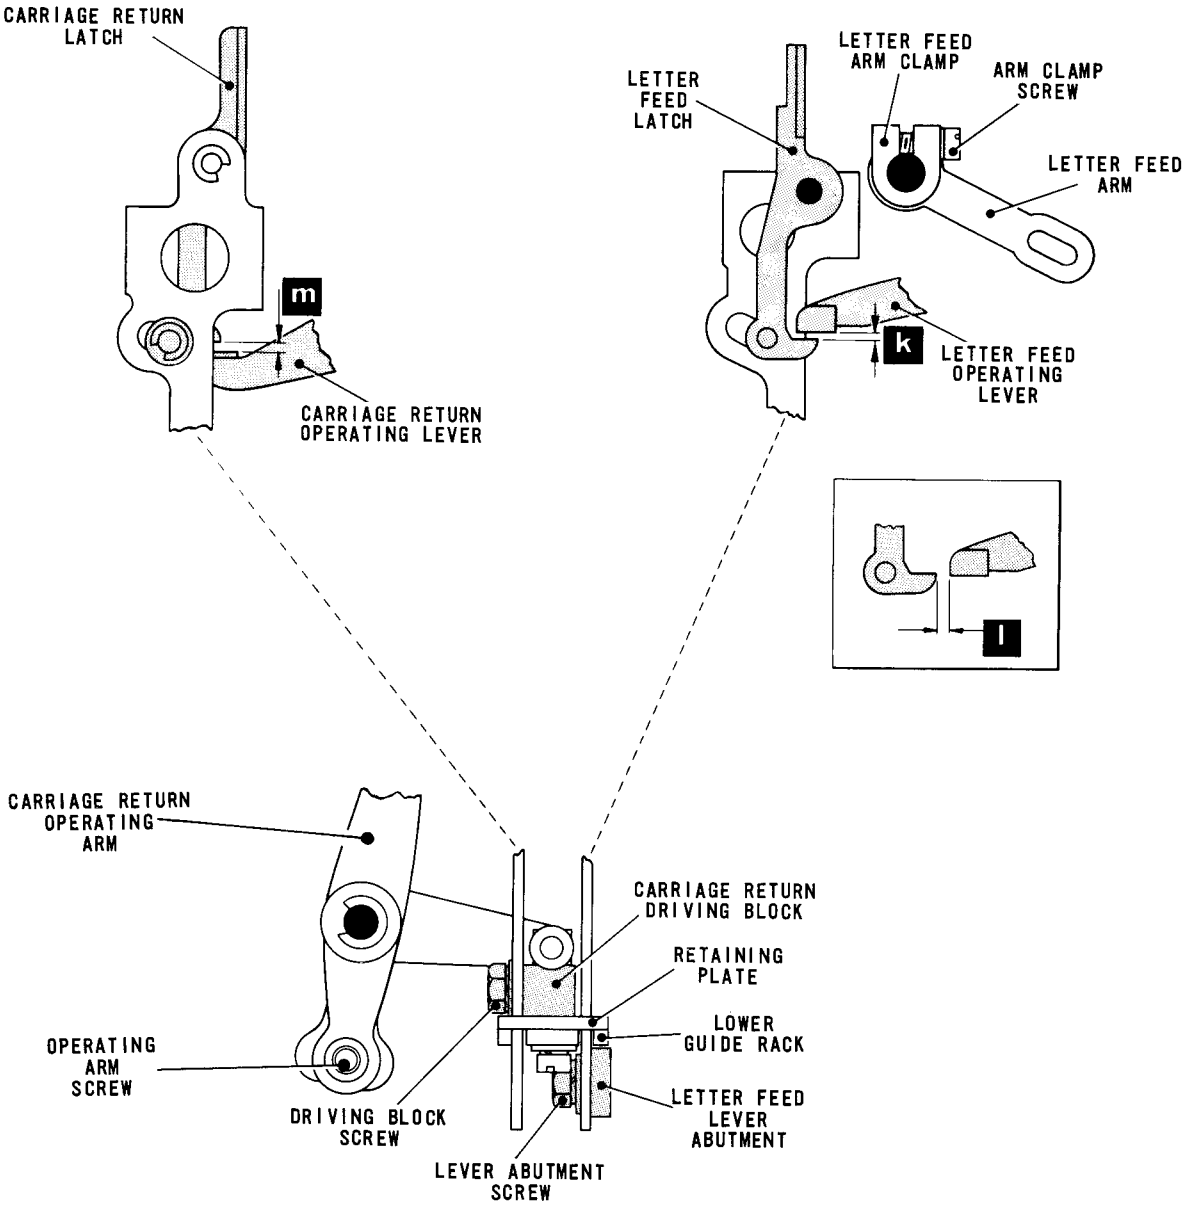

Fig. 4.8 LETTER FEED AND CARRIAGE RETURN CONTROL LINKAGES
10.1 Lift the translator clutch abutment and turn the camshaft by hand until the letter feed operating lever, Fig.4.8, is fully raised. Hold the letter feed lever abutment against the lower guide rack and push the letter feed latch inwards. Check that the latch passes beneath the shoe on the operating lever by .015 – .025 in. (dimension 'k').
11.1 With the translator camshaft in the rest position, press the carriage return driving block, Fig.4.8, down on its retaining plate. Push the lower end of the carriage return latch inwards and check that its latching face passes over the shoe of the carriage return operating lever with a clearance of approximately .030 in. (dimension 'm').